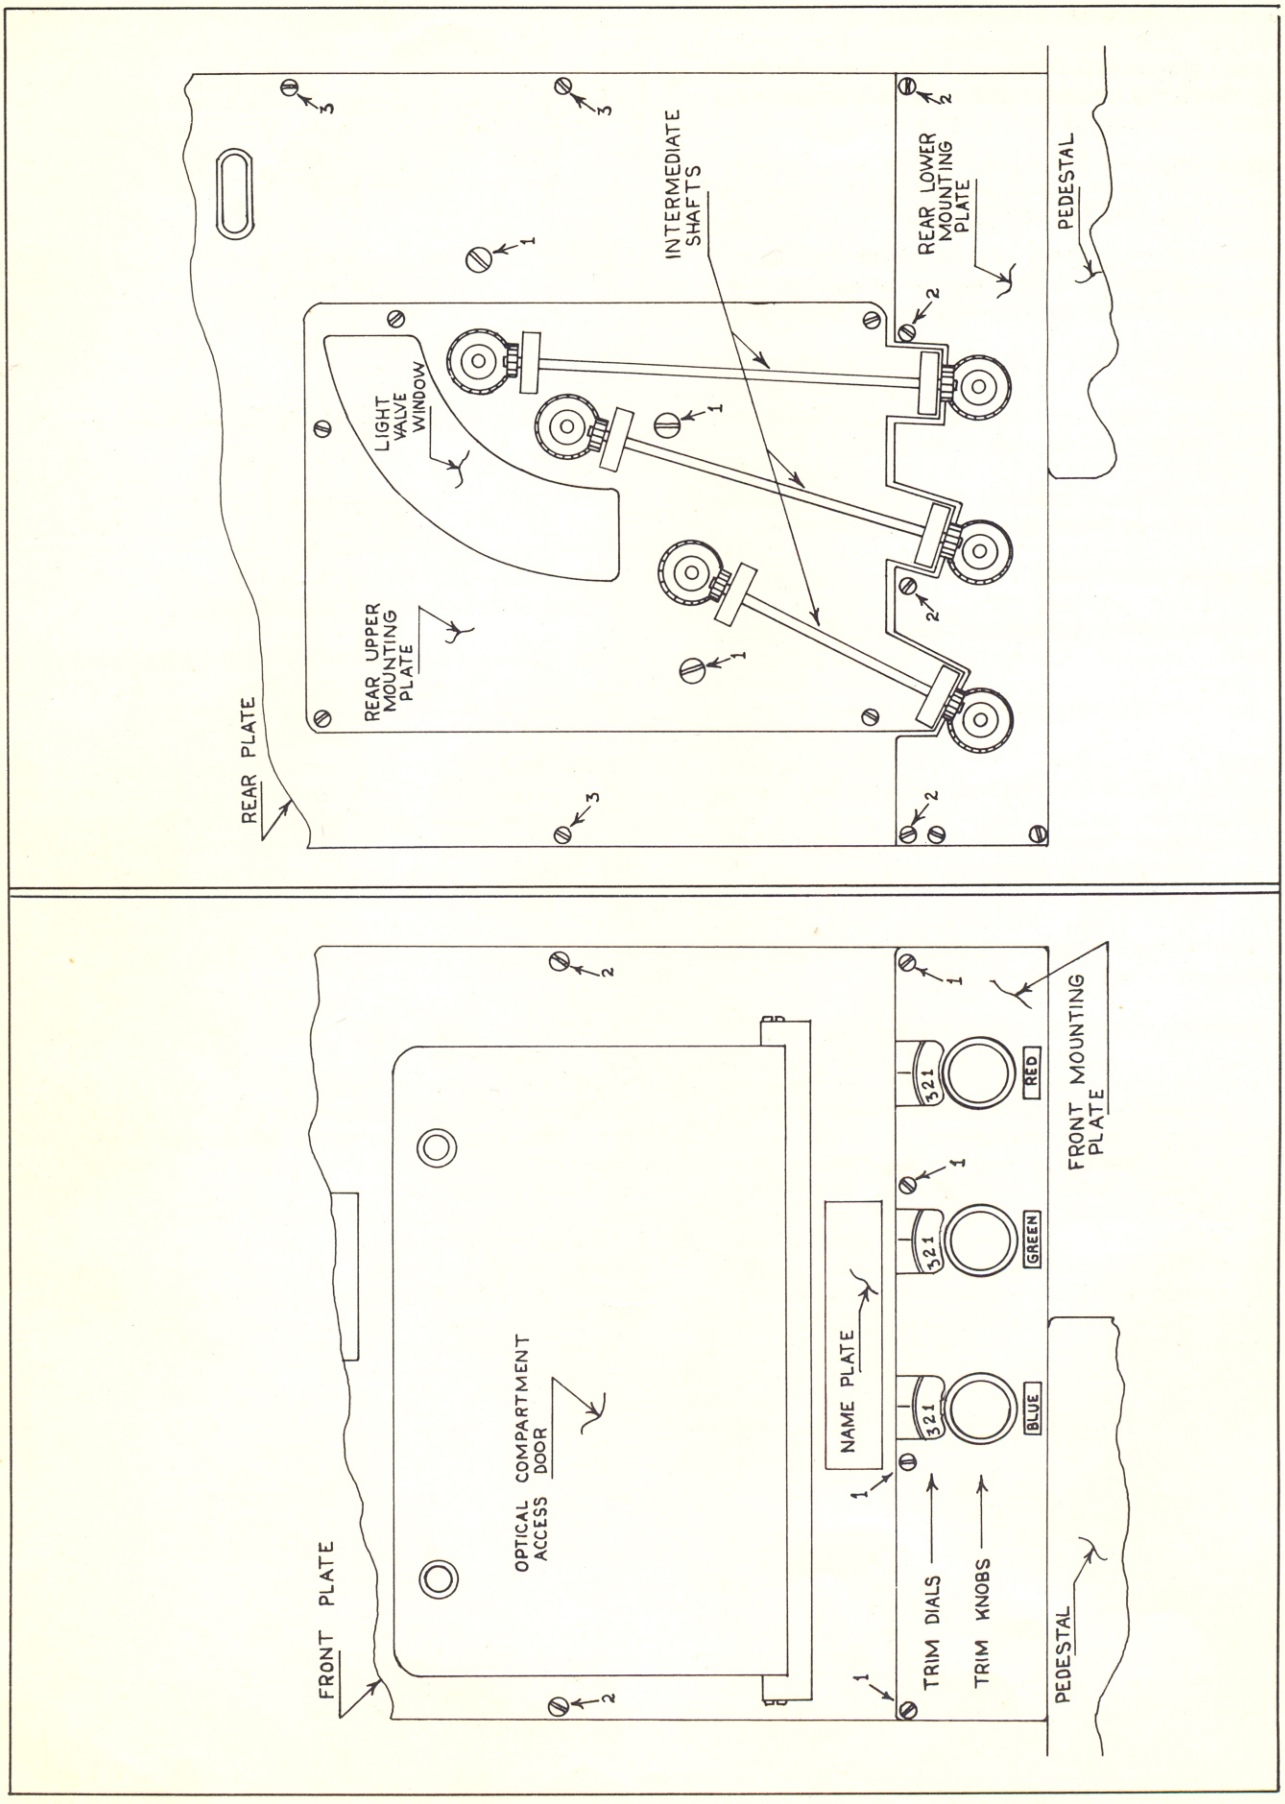

Figure 38D. Front View of Vane Housing
a. REMOVAL OF REAR PLATE. (See Figures 38D and 38E, page 72D).
(1) Set the TRIM DIALS on the FRONT MOUNTING PLATE to indicate trim #1.
(2) Remove three screws (1), that support the light valves, from the REAR PLATE.
(3) Remove four screws (2), from the top edge of the REAR LOWER MOUNTING PLATE. This will allow the MOUNTING PLATE to be moved down slightly, disengaging the gears on the MOUNTING PLATE from the bottom gears on the INTERMEDIATE SHAFTS.
(4) Remove eight screws (3), from the outer edge of the REAR PLATE and remove the REAR PLATE by pulling outward and upward at the same time. This will free the top gears on the INTERMEDIATE SHAFTS from the gears on the light valves.